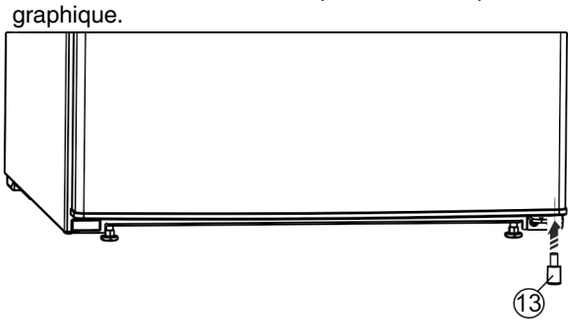

*Fig. 8*
▶ Replacer la butée *Fig. 8 (13)* en bas à droite sur la porte car elle joue un rôle important pour la stabilité de l'appareil.